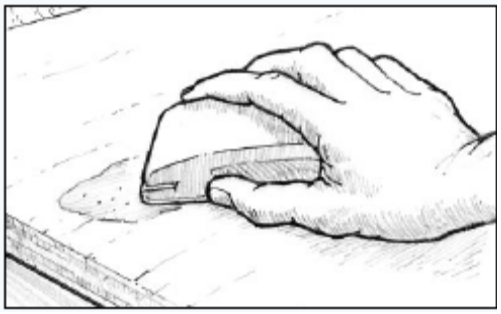

Рис. 23. Шлифуйте застывший материал, чтобы добиться необходимого результата
6. Отшлифуйте материал, сравнивая его уровень с уровнем окружающей поверхности *(Рисунок 23)*. Если нужно удалить большое количество материала, начните работать наждачной бумагой зернистостью 50. По мере приближения к желаемому результату используйте наждачную бумагу № 80.